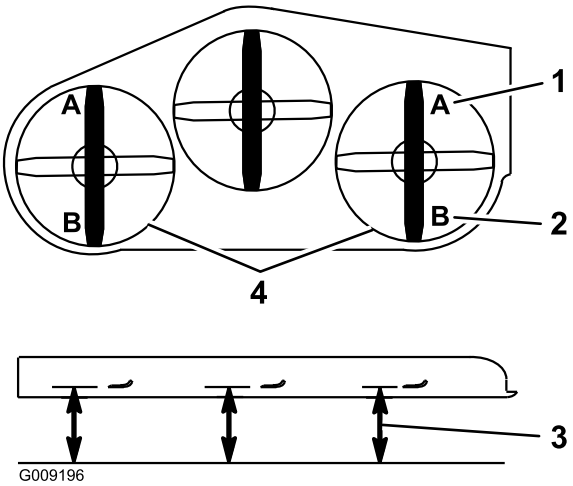

Figuur 85
9. Meet aan beide zijden van het maaidek vanaf het horizontale oppervlak tot de voorste punt van het maaimes (punt A). De afstand moet 7,6 cm bedragen (Figuur 85).
15. Meet aan beide zijden van het maaidek vanaf het horizontale oppervlak tot de achterste punt van het maaimes (punt B). De afstand moet 8,3 cm bedragen (Figuur 85).